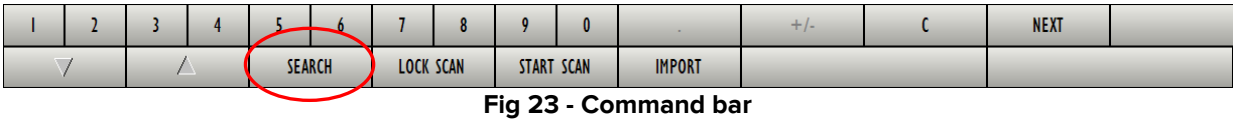

Fig 23 - Command bar
- Click the **Search** button on the command bar (Fig 23).